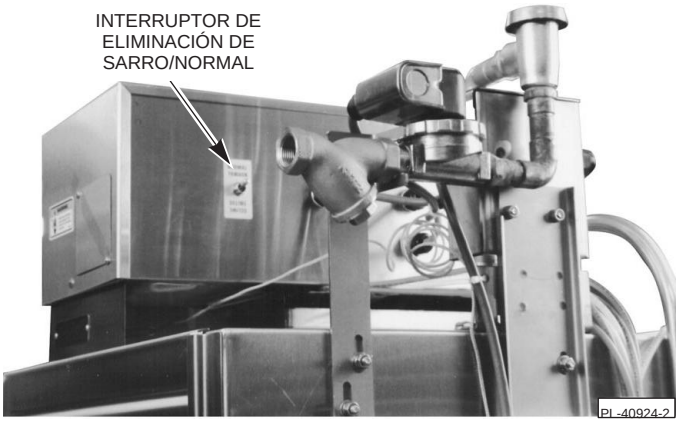

**Fig. 21**
8. Coloque el interruptor de ELIMINACIÓN DE SARRO/NORMAL (en la parte posterior de la caja de control, Fig. 21) en posición de Eliminación de sarro. En modo de eliminación de sarro calcáreo, no funcionará ninguna de las demás funciones de la máquina.